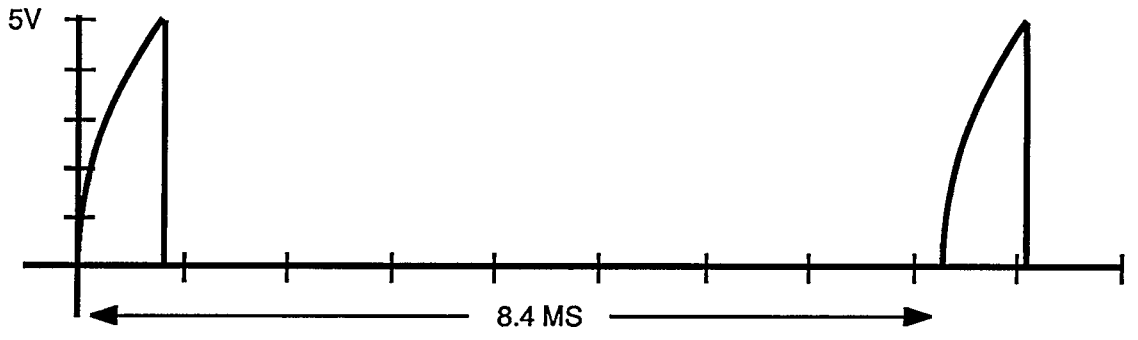

Figure 3-9, Zero crossing signal
Step 4: Attach the oscilloscope probe to Z3 pin 4 on the driver board. Power up the system. The signal shown in Figure 3-9 should be observed. If it is not go to Step 7. If the signal is correct, go to Step 5.